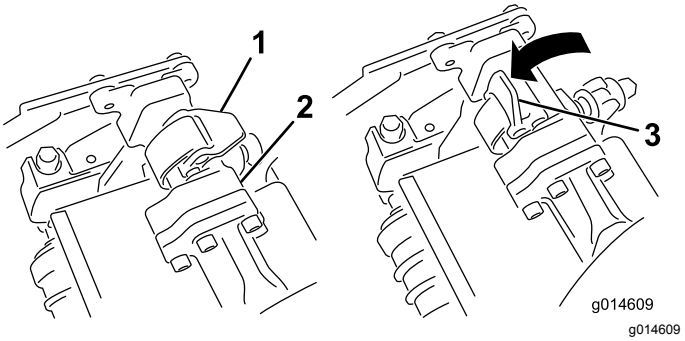
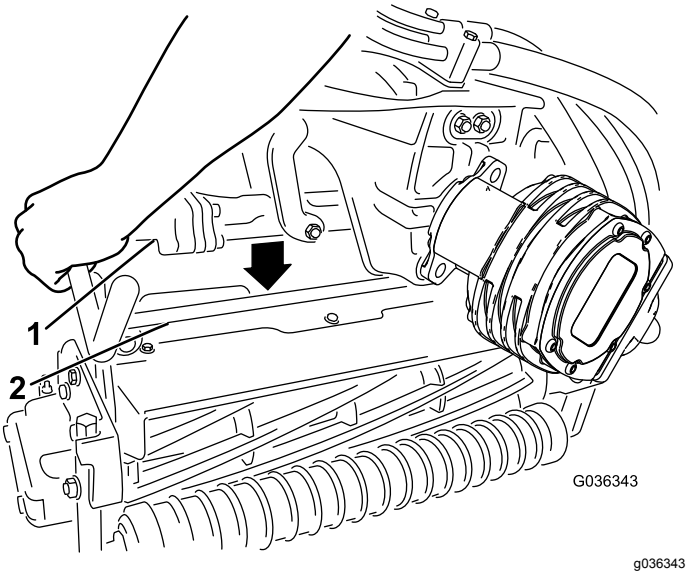

Figuur 49
Figuur 50
4. Zorg ervoor dat de vergrendelingen op de ophangarm omhoog wijzen (dus open staan) (Figuur 49), druk de ophangarm omlaag zodat de stang ervan over de stang aan de bovenkant van het maaidek valt (Figuur 50).
5. Sluit de vergrendelingen rond de stang van het maaidek en vergrendel ze (Figuur 49).
5. Open de vergrendelingen op de stang van de ophangarm van het maaidek dat u wilt verwijderen (Figuur 49).